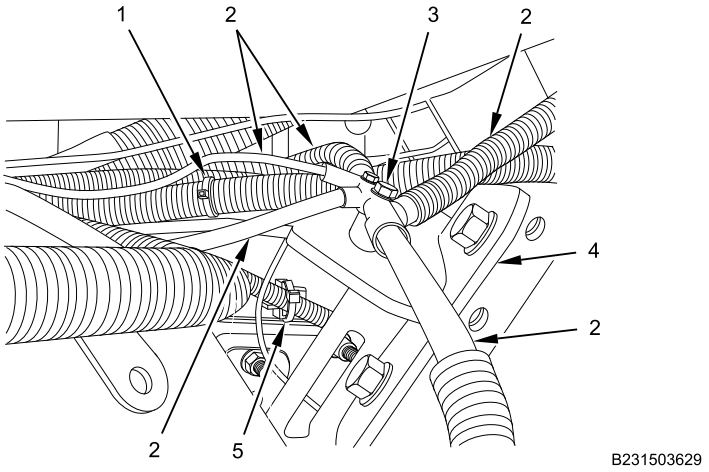

Figure 1. Wheel Deflector Ground Wires and Harness.
1. Remove bolt (Figure 1, Item 3) and five ground wires (Figure 1, Item 2) from wheel deflector bracket. (Figure 1, Item 4). Set wires aside.
2. Remove cable lock strap (Figure 1, Item 1) and mount from wheel deflector bracket (Figure 1, Item 4). Discard cable lock strap
3. Remove cable lock strap (Figure 1, Item 5) and mount from wheel deflector mounting bolt. Discard cable lock strap